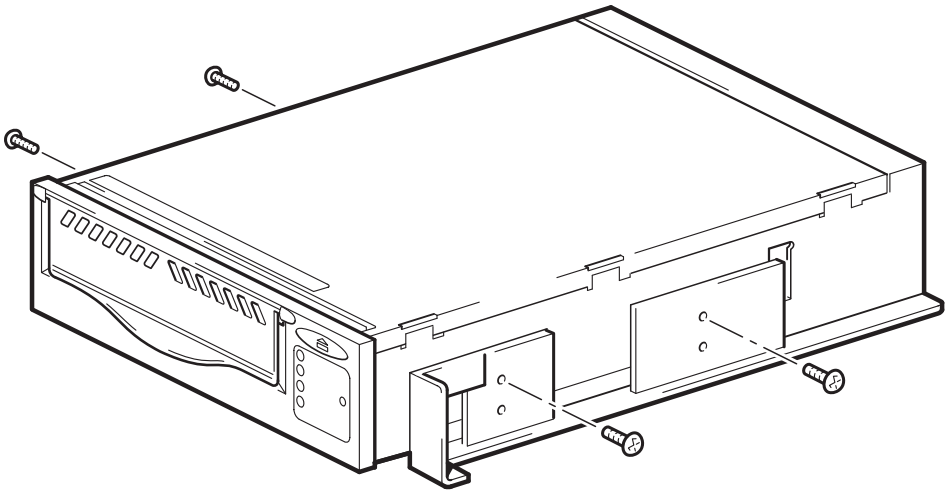

Figure 5a : Fixation du plateau de montage
- Si votre serveur requiert un plateau, placez le lecteur de bande dans le plateau de montage fourni, comme indiqué Figure 5a. Le plateau peut présenter un aspect différent de celui qui est illustré.